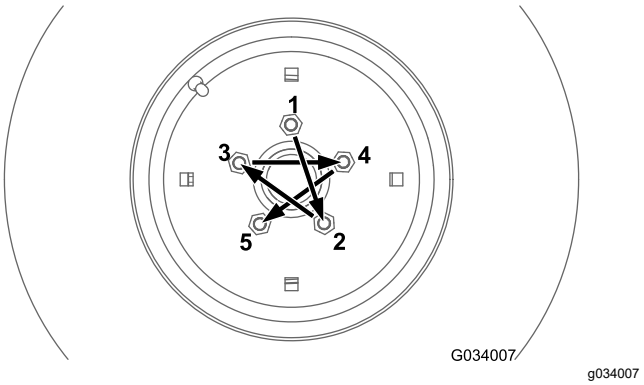
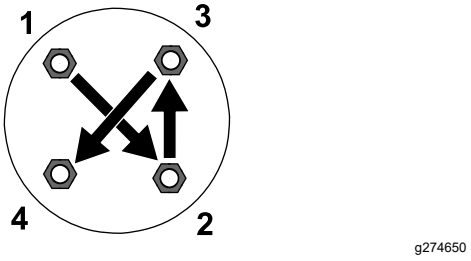

**Figuur 65**
**Figuur 66**
Draai de wielmoeren van de voor- en achterwielen aan (alleen voor machines met vierwielaandrijving) volgens het patroon dat wordt getoond in Figuur 65 en Figuur 66 met de aangegeven torsie.
- Voorwielen: zie Figuur 65
- Achterwielen (alleen bij machines met vierwielaandrijving): zie Figuur 66